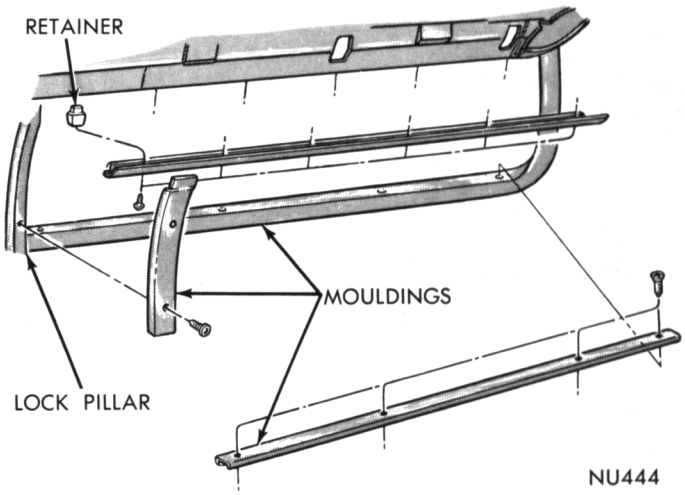

Fig. 75—Quarter Window Garnish Mouldings
(2) Remove garnish mouldings at quarter window (Fig. 75).
(3) Unlock weatherstrip by inserting a fiber stick into locking groove of weatherstrip and forcing locking tab out of groove.
(4) Remove glass from weatherstrip from inside of vehicle and weatherstrip from fence.